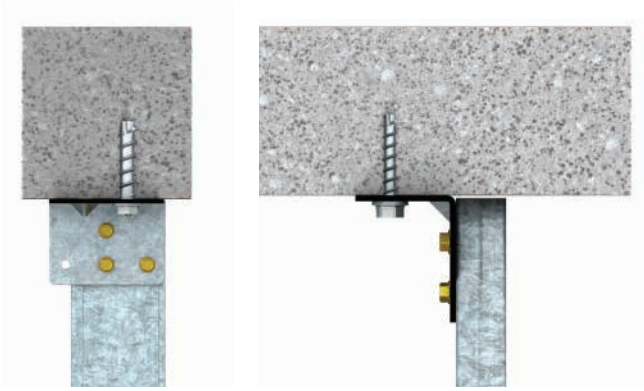

FIGURE B2.4.4(R): DROPPER STUD
i. Fix the dropper stud to the 201 bracket using 3/#12G SD screws, making sure the stud is fitted to the same side of the bracket as the screw anchor, per Figure B2.4.4(R) below.